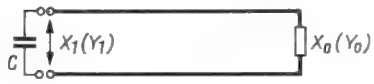

Bild 10. Der unbelastete, am Eingang und Ausgang beschwerte Leitungskreis
2.3 Der unbelastete, am Eingang und Ausgang beschwerte Leitungskreis *(Bild 10)*
Hier gilt natürlich die gleiche Bedingung wie sie in Abschnitt 2.2 festgelegt wurde. Das heißt der Blindleitwert des Kondensators C muß konjugiert komplex zu dem Eingangsleitwert $\mathfrak{Y}_1$ des unbelasteten, am Ende mit $\mathfrak{Y}_0$ beschwerten Leitungsstückes von der Länge l_1 sein, wenn der Leitungskreis in Resonanz sein soll. Es ist also nur nötig, zu ermitteln, welchen Eingangsleitwert das Leitungsstück nach Bild 10 – am Ende beschwert – hat.